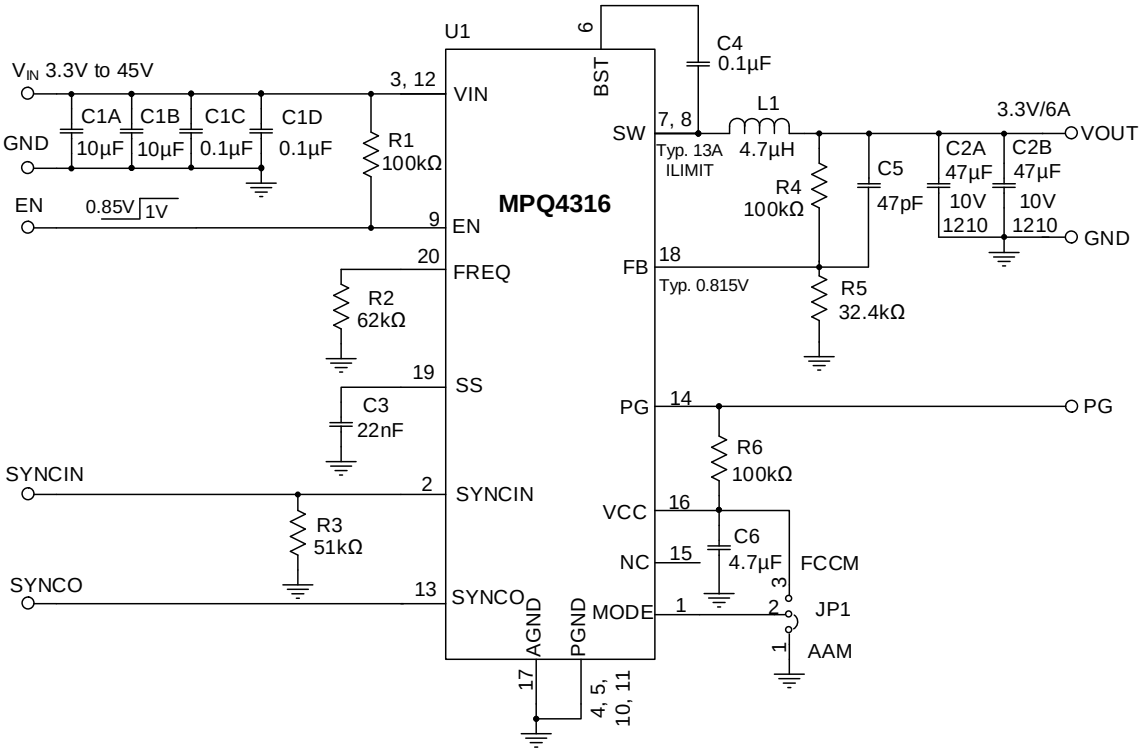

Figure 13: V_{OUT} = 3.3V, f_{SW} = 470kHz
9) The recommended PCB layout is based on Figure 13.